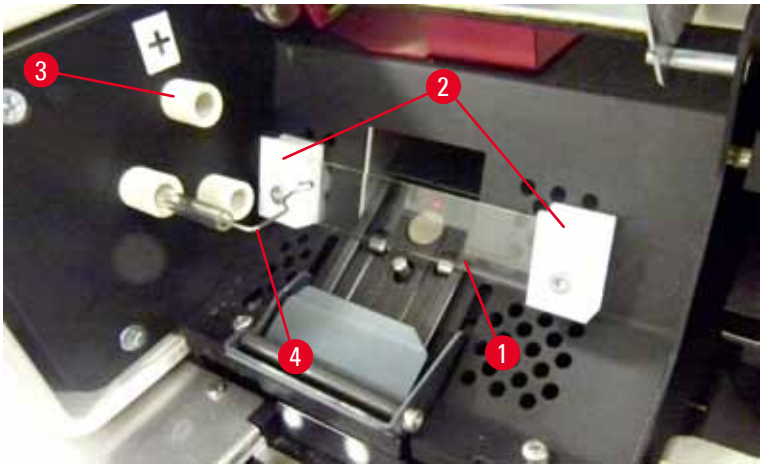

Abb. 17
5. Vergewissern Sie sich, dass die Kontaktfeder (→ "Abb. 16-2")/(→ "Abb. 17-4") vom Zünddraht (→ "Abb. 18-1") der Lampe abgetrennt ist (Siehe auch (→ "Abb. 17").